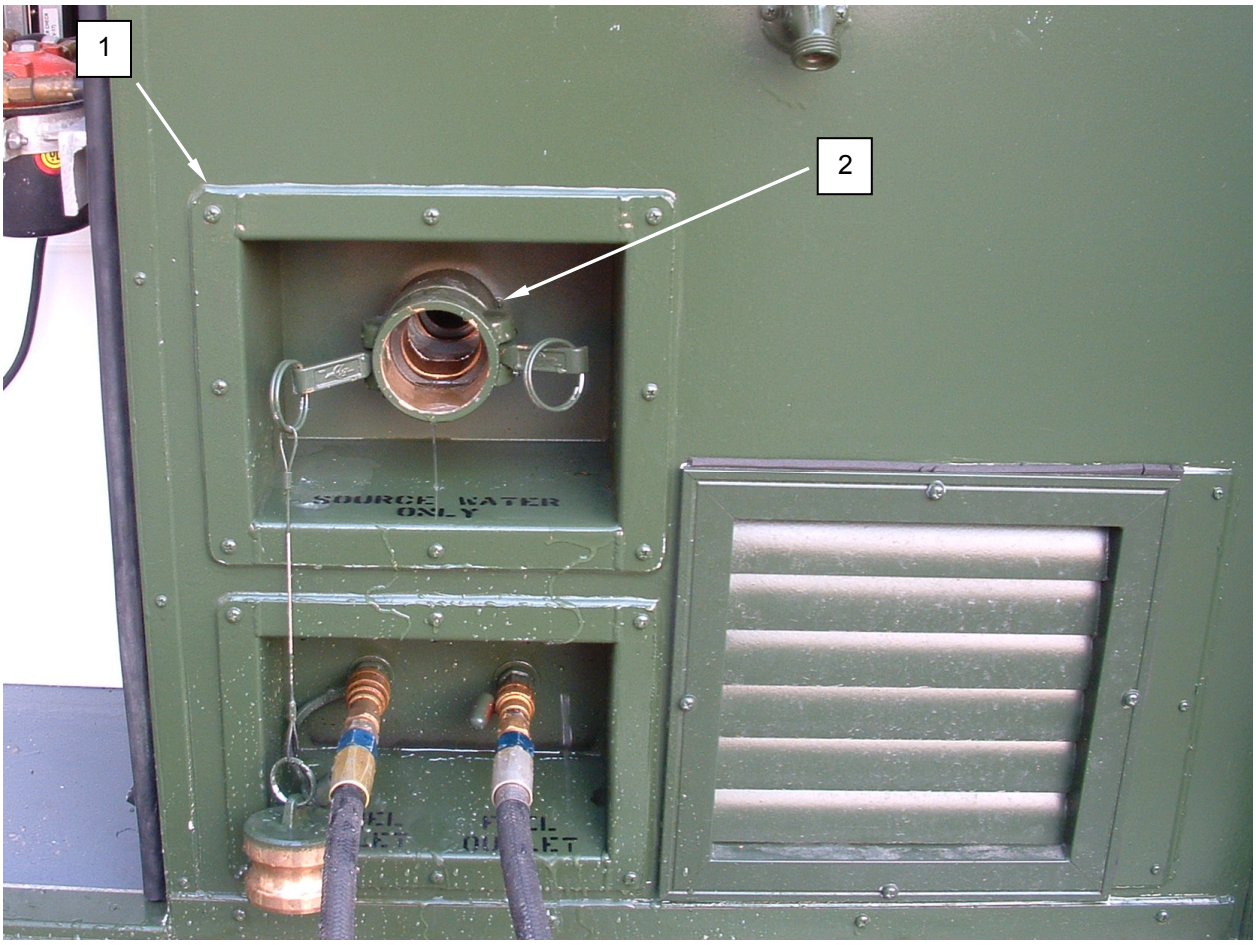

Figure 1. Replace the Water Panel Fittings.
4. Install replacement fitting **(Figure 1, Item 2)** and tighten.